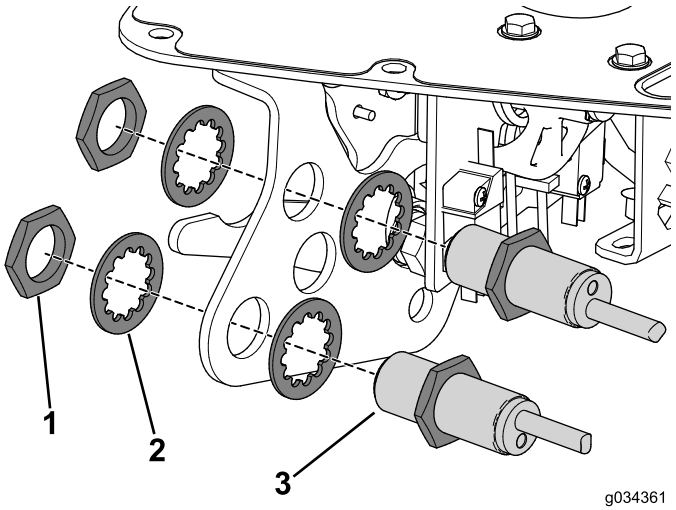

Figur 7
5. Ta bort muttrarna som fäster avståndsgivarna vid funktionsspakens fäste (Figur 7).